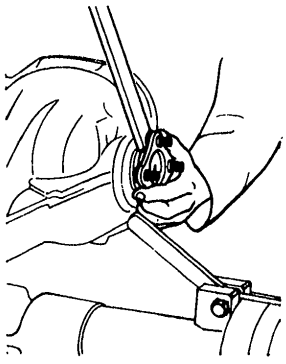

Fig. PD-35 Removing side flange
1. Drive side flange out with pry bar. See Figure PD-35.